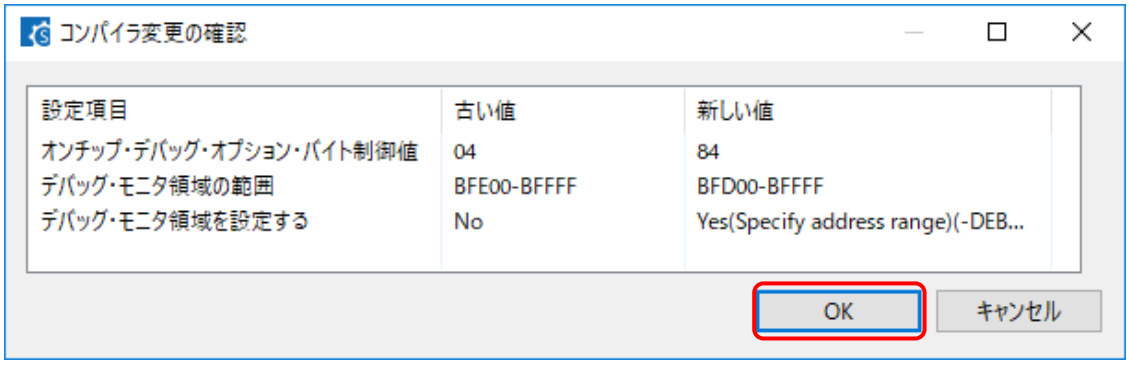

図 4-10　リンカ・オプション確認ダイアログ
[システム] タブで、図 4-9 の (1) から (3) の設定を行なってから (4) の [コード生成] ボタンをクリックすると、統合開発環境 CS+のリンカ・オプション更新を確認する図 4-10 のダイアログが表示されます。